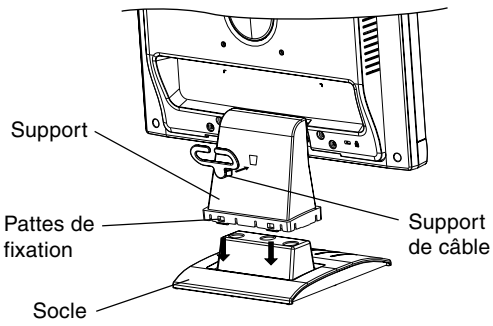

Figure S.1
1. Introduire l'avant du support du LCD dans les trous à l'avant du socle (**Figure S.1**).
2. Placer ensuite les pattes de fixation situées à l'arrière du support du LCD sur les trous du socle. Baisser le socle de manière à bloquer les pattes de façon sûre (**Figure S.1**).
1. Insérer les attaches du support de câble dans le trou situé sur le col du support (**Figure S.1**).